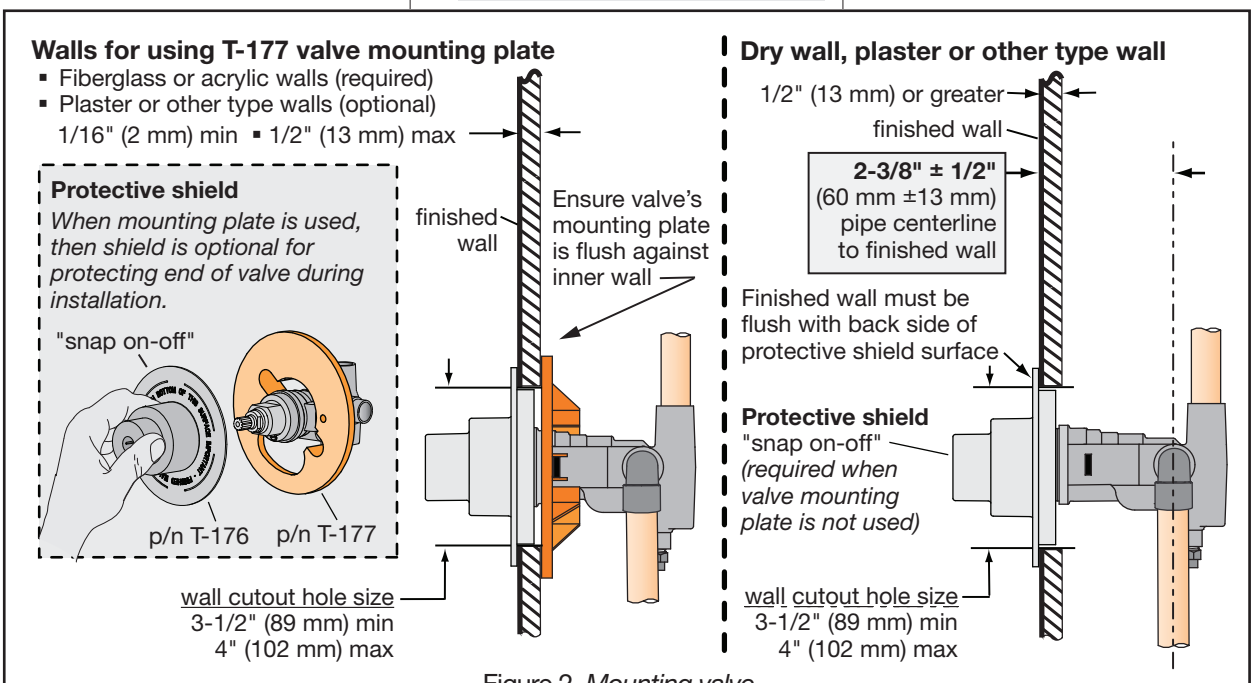

Figure 2 *Mounting valve*
- Consider whether to use mounting plate by reviewing figure 2 below.
- Reference figure 2 to determine whether shield is required.
Install through cutout hole in wall as specified in figure 2 below and dimension illustration on page 4.
*** Notes:** *(also reference page 2, figure 2 for details)*
(1) Walls for using T-177 mounting plate (MP)
(2) Dry wall, plaster or other type walls 1/2" or greater
(3) Dimensions subject to change without notice